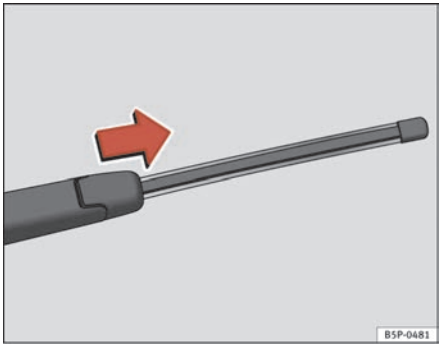

Fig. 179 Remove rear window wiper blade
– Lift the wiper arm away from the glass ⇒ page 230, fig. 179.
– Slide the blade adapter in the direction of the arrow and remove the blade ⇒ page 230, fig. 179.